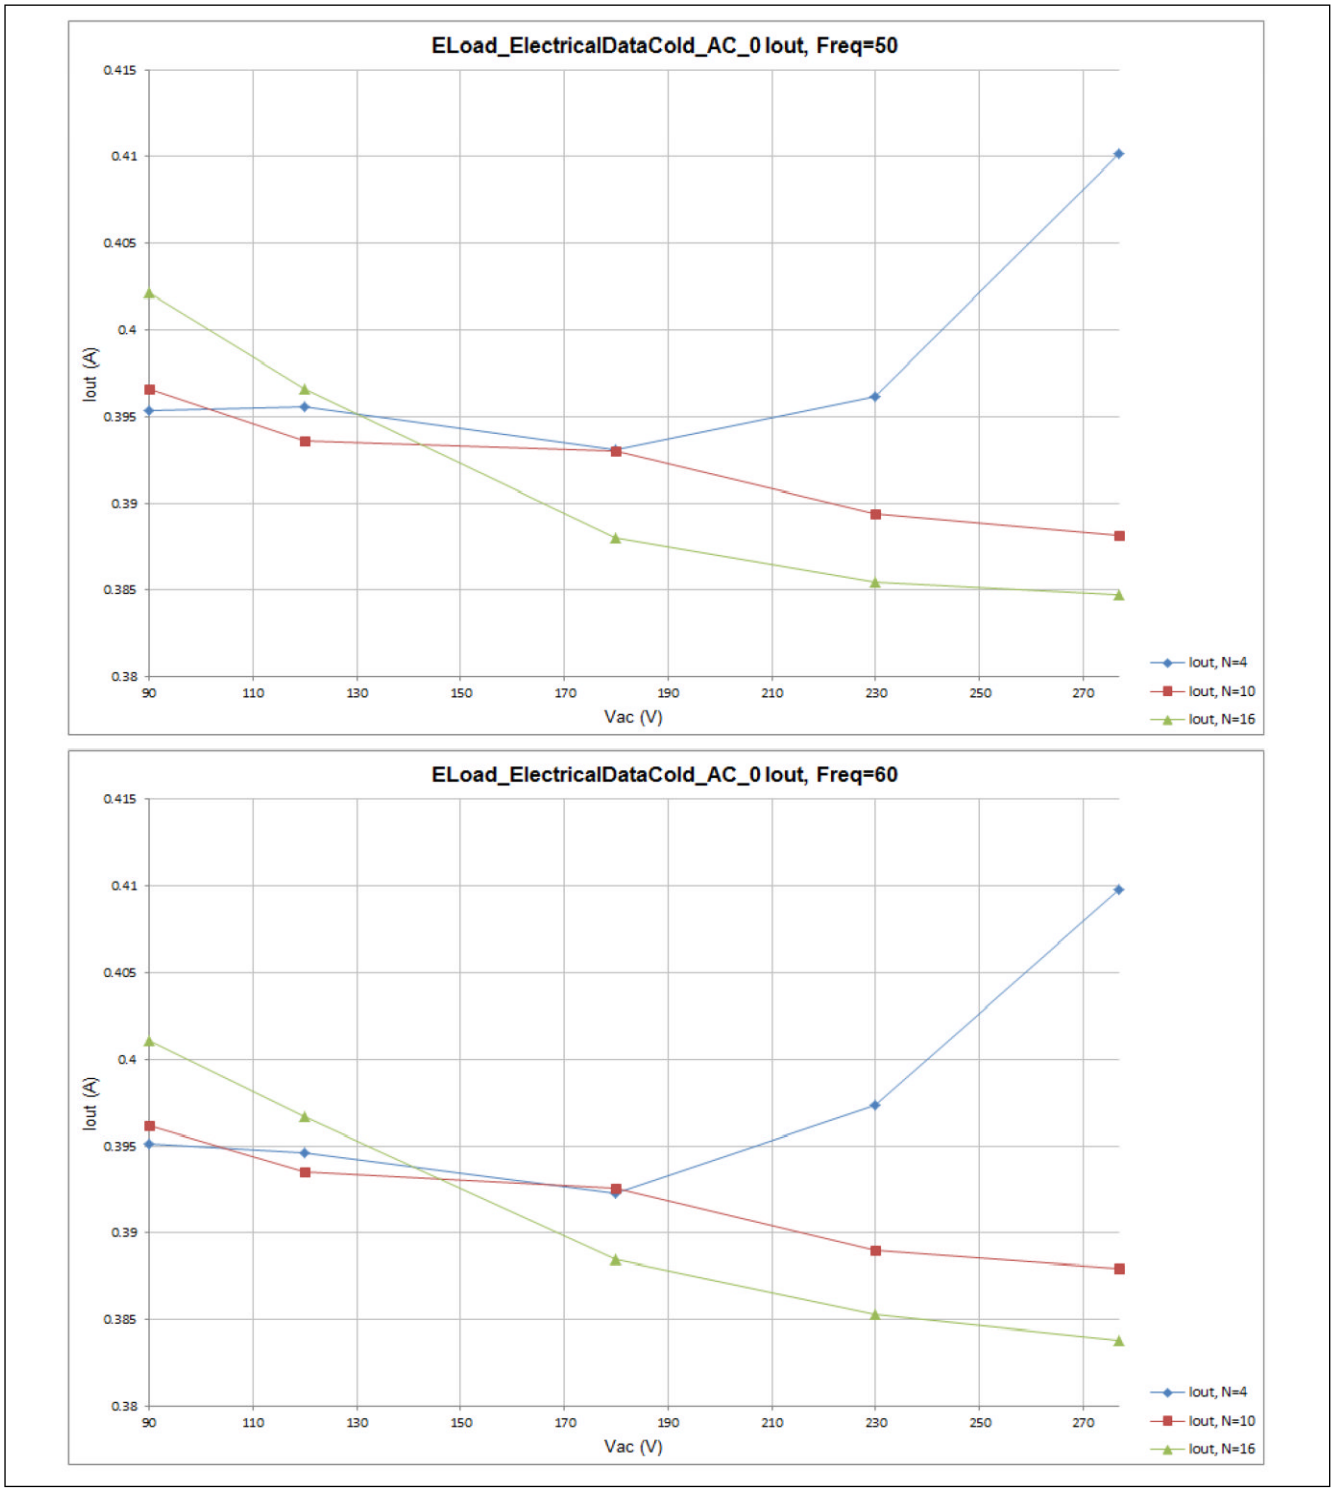

Figure 20 Measured non-dimmed output current (N = 4, 10, 16 corresponds to Vo = 12 V, 30 V, 48 V respectively)
Figure 20 shows the load (N) and line (Vac) regulation performance of the 20 W ICL8105 evaluation board. A forward voltage of 3 V was used. Thus, the output voltage of approximately 12 V, 30 V, 48 V corresponds to the LED numbers (N) = 4, 10 and 16 respectively in the non-dimmed condition. The output current (Iout) is regulated within a maximum deviation of + 2.75% / - 4.25%.